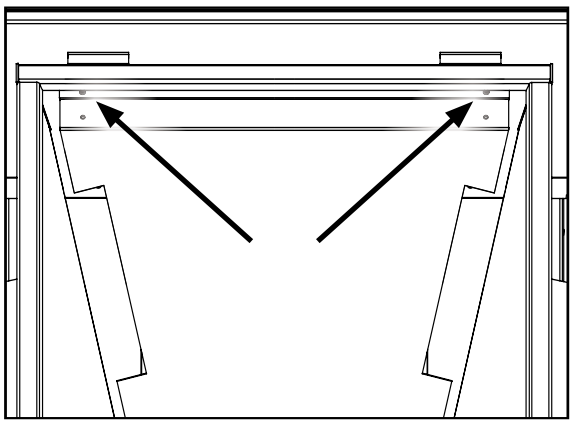

Figure 44. Baffle Screws.
3. Next, remove the firebox baffle by unscrewing the two screws indicated in Figure 44. Lower the front of the baffle down and then lift it out of the two locating screws at the rear of the firebox.